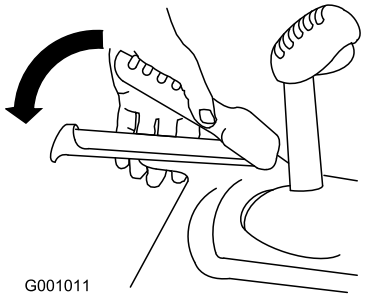

Bild 34
1. Drücken Sie zum Einkuppeln des Fahrantriebs den linken Hebel (Fahrantrieb) zum Handgriff (Bild 34).